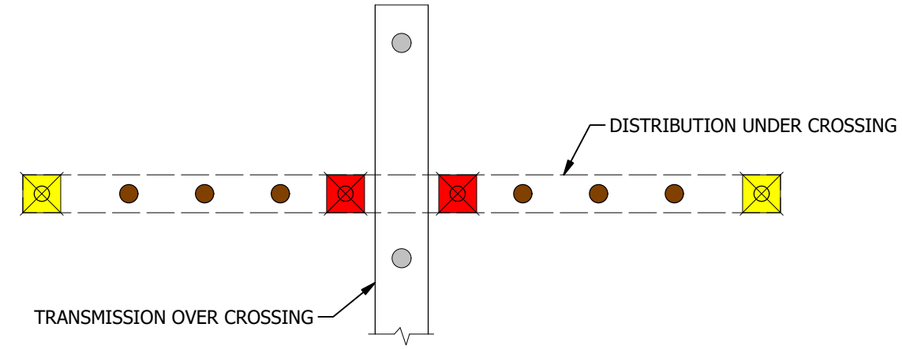

FIGURE 3
A. CROSSING MARKERS TO BE PLACED ON POLE TOP. THE ORIENTATION OF THE CROSSING MARKERS SHOULD DISPLAY THE "X" AWAY FROM THE CROSSING. A WARNING (RED) CROSSING MARKER SHALL BE PLACED ONE SPAN LENGTH AWAY FROM WHERE A CIRCUIT/TRANSMISSION LINE CROSSES OVER THE TOP OF ANOTHER CIRCUIT/TRANSMISSION LINE. AN INDICATION (YELLOW) CROSSING MARKER SHALL PRECEDE A WARNING CROSSING MARKER BY UP TO FOUR SPANS, SEE FIGURE 3.